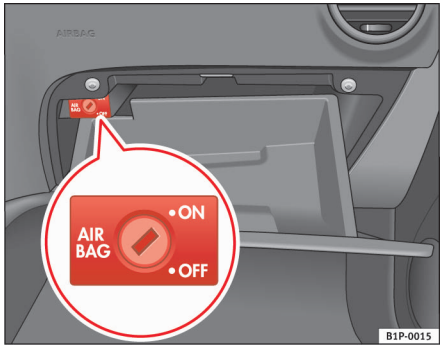

Fig. 25 I handskerummet: nøglekontakt til til- og frakobling af forsædepassagerens airbag
– Drej nøglekontakten i handskerummet til position **OFF** ⇒ fig. 25 med tændingsnøglen.
– Drej nøglekontakten i handskerummet til position **ON** ⇒ fig. 25 med tændingsnøglen.